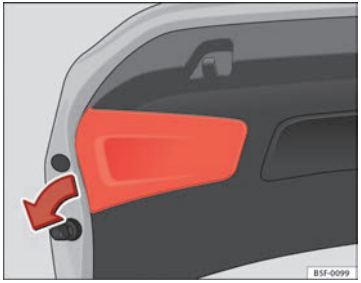

Fig. 154 Remove the cover from the rear lid
– Remove the rear lid cover in the direction indicated ⇒ Fig. 154.
– Replace the cover of the rear lid lining ⇒ Fig. 154. ■